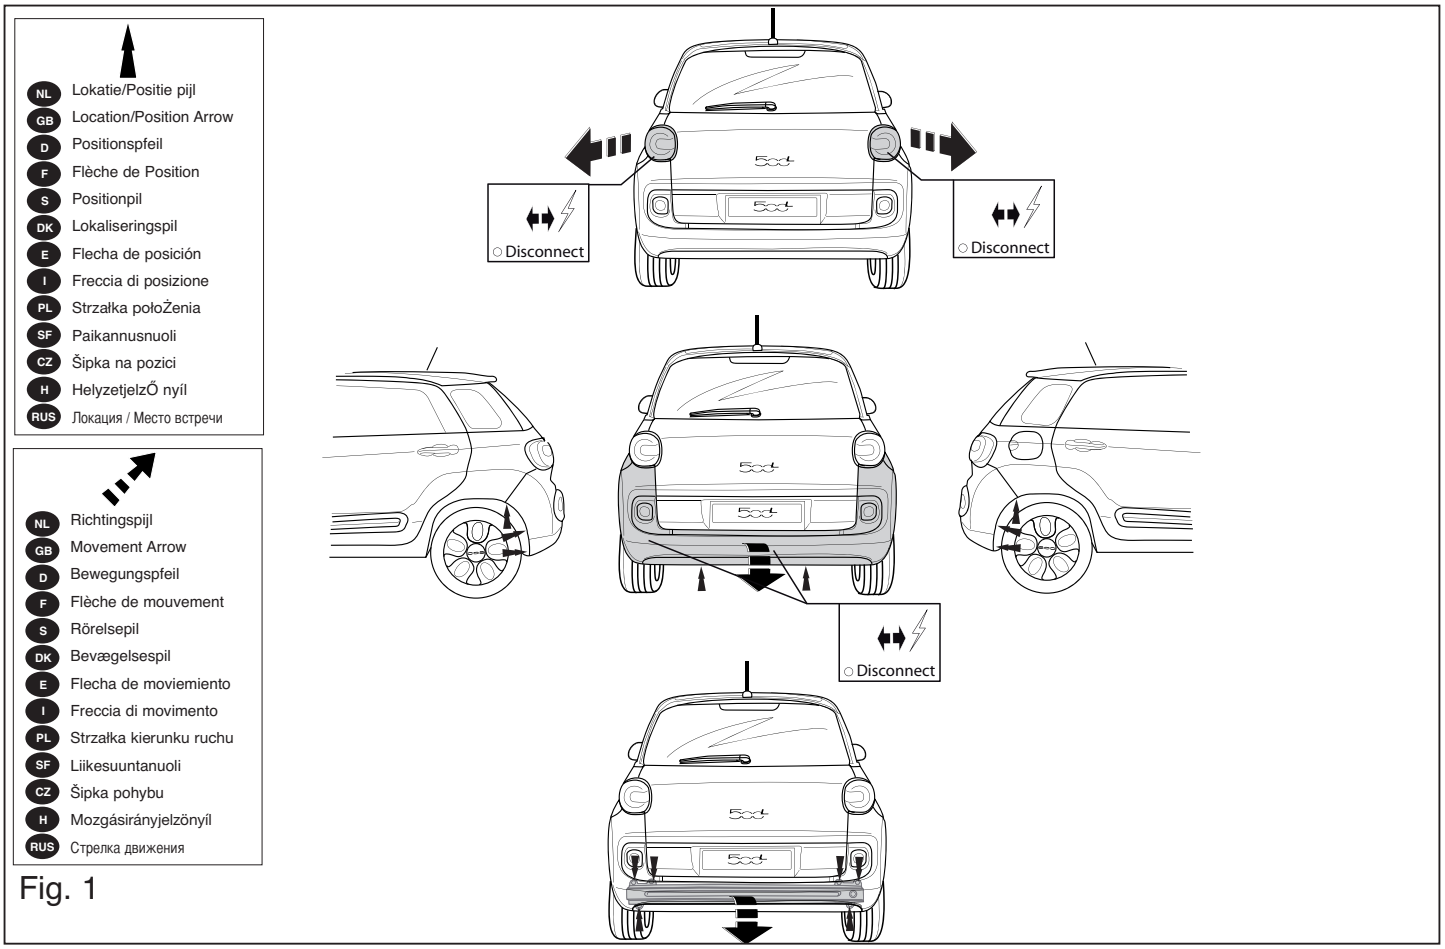

Fig. 1
1. Remove the rear-light units. Remove the bumper and the steel buffer beam from the vehicle. The buffer beam will no longer be needed. See figure 1.
1. Die Rücklichter abmontieren. Die Stoßstange einschließlich des stählernen Stoßbalkens vom Fahrzeug abmontieren. Der Stoßbalken wird nicht mehr benötigt. Siehe Abbildung 1.
1. Démonter les feux arrière. Déposer le pare-chocs du véhicule y compris la traverse en acier ; la traverse ne sera plus utilisée. Voir la figure 1.
1. Demonter baglysenhederne. Demonter kofangeren, inklusive køretøjets stålstødbjælke. Denne bliver overflødig. Se fig. 1.